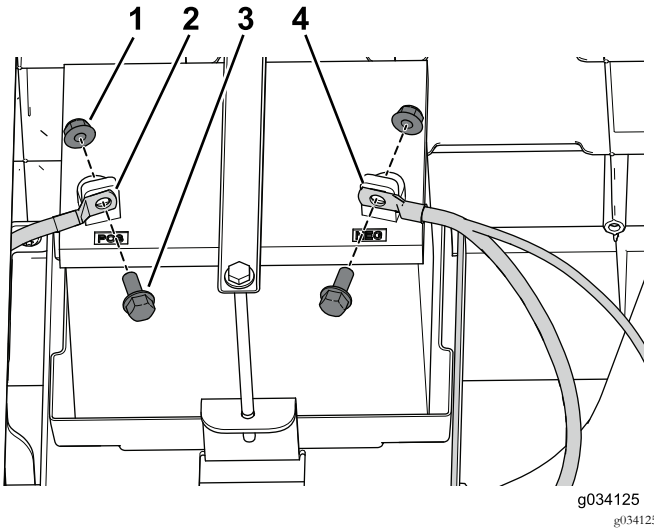

Figur 48
1. Sätt fast pluskabeln (+) på batteripolen med skruven och muttern (Figur 48).
2. Sätt fast minuskabeln (–) på batteripolen med skruven och muttern (Figur 48).